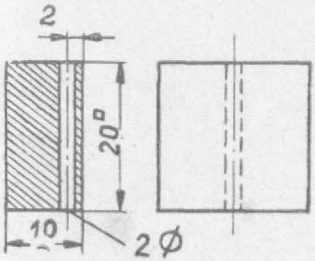

Abb. 3: Klötzchen für Faltenbalgen
und Kupplung wegnahm und das nun überstehende Wagenuntergestell entsprechend verkürzte. Desgleichen wurden von der bremshausfreien Stirnseite des anderen Wagens Puffer und Kupplung entfernt. Nachdem diese Stirnseiten entsprechend Skizze (1) ausgeschnitten worden waren, wurde oberhalb dieses Ausschnittes an der Innenseite der Stirnwände je ein Balken aus Vierkantmaterial 4×4, 20 mm lang, mittels 4 Schräubchen M 1 angebracht, wodurch auch zugleich die beiden Stirnwandhälften zusammengehalten werden. Anstelle des Balkens kann man auch ein kleines Winkelprofil (z. B. 4×4×0,5) und anstelle der Schräubchen kleine Nieten verwenden. In Skizze (2) ist links der Balken mit Schräubchen und rechts das Winkelprofil mit Nieten im Schnitt eingezeichnet. Der Balken bzw. der Winkel erhält die gleiche Lagerbohrung wie der Wagenboden für die Lagerstifte (Nagel!), die den Faltenbalgen halten sollen. Der Faltenbalgen selbst besteht aus 2 Holzklötz chen (Abb. 3) (20×20×10 mm) mit je einer Bohrung für den vorgenannten Lagerstift und dem eigentlichen Balgen aus schwarzem Kaliko*), der mit seinen Endlappen auf die Seitenflächen der Klötzchen geklebt ist. Bei der Montage kommen oben und unten zwischen Klötzchen und Lager je eine kleine Unterlegscheibe, die die freie Beweglichkeit der Balgenklötzchen gewährleisten sollen. Die Kupplung der beiden Wagen erfolgt durch einen Drahtbügel von 50 mm Länge, der so angebracht sein soll, daß seine Enden gleichen Abstand von den Achsen